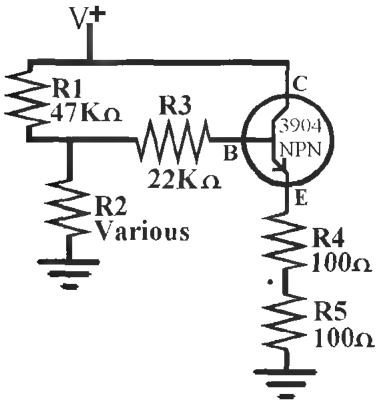
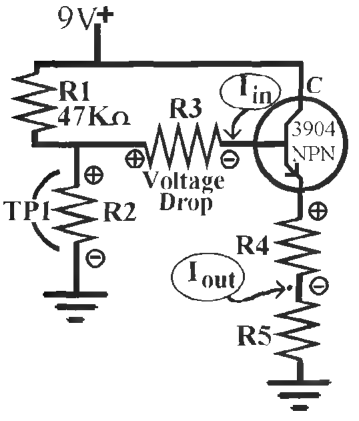

Figure L47-1
Figure L47-2
Set up a modified version of the night light circuit. The schematic is in Figure L47-1 shows a few changes needed to calculate the gain of the NPN 3904 transistor.
4. In Figure L47-2, R4 and R5 make a voltage divider. Measuring the voltage drop across R4 makes it an easy task to calculate the current available at the emitter (output).
6. Now, using the schematic in Figure L47-2, use the values shown for R2. R2 is the only resistor that changes values. R3 keeps the 22 kΩ value shown in Figure L47-1 (see Table L47-3).